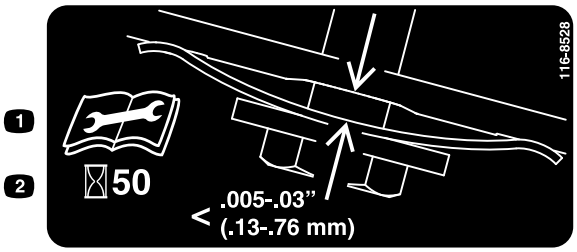

Figuur 29
3. Houd een voelermaat die is ingesteld tussen 0,13 and 0,76 mm tegen de wand en schuif hem omlaag achter de riemspanveer; zie Figuur 29.